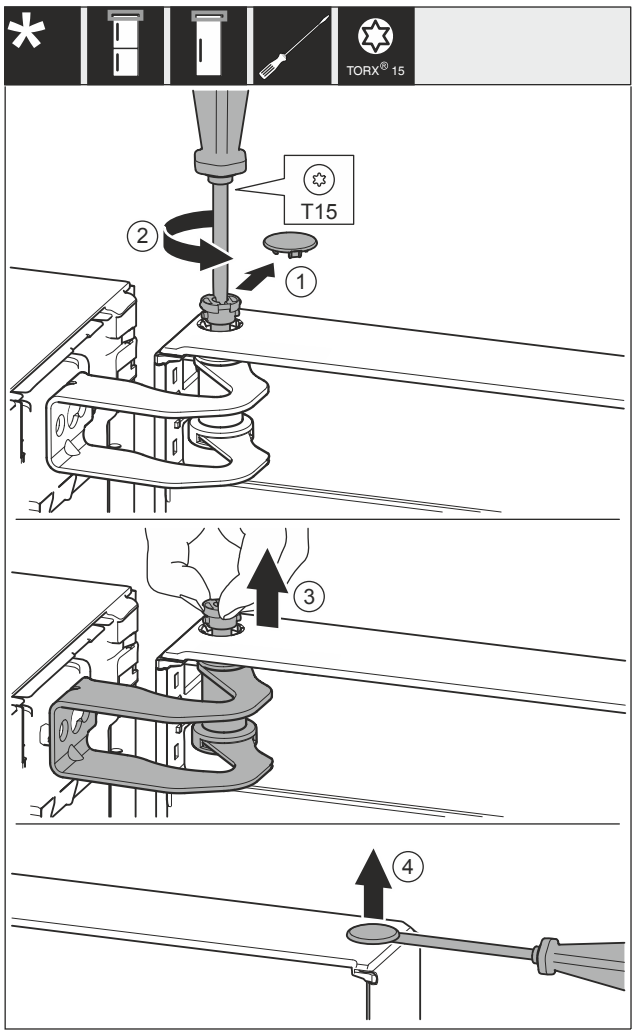

*Fig. 17*
▶ Afdekking *Fig. 17 (1)* voorzichtig wegnemen.
▶ Bouten *Fig. 17 (2)* met een schroevendraaier iets losdraaien.
▶ Bouten *Fig. 17 (3)* met de vingers er uit trekken.
▶ Afdekking *Fig. 17 (4)* voorzichtig met een schroevendraaier optillen en verwijderen.